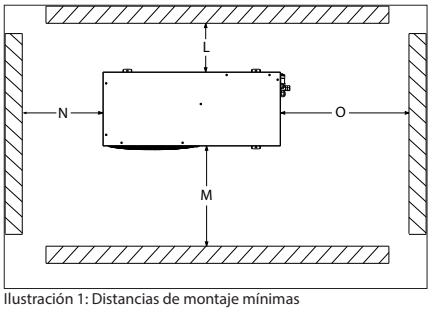

Ilustración 1: Distancias de montaje mínimas
- Aseúrese de que exista espacio suficiente alrededor de la unidad para permitir la circulación del aire y la apertura de las puertas. Consulte la ilustración 1 para conocer las distancias mínimas con respecto a las paredes.